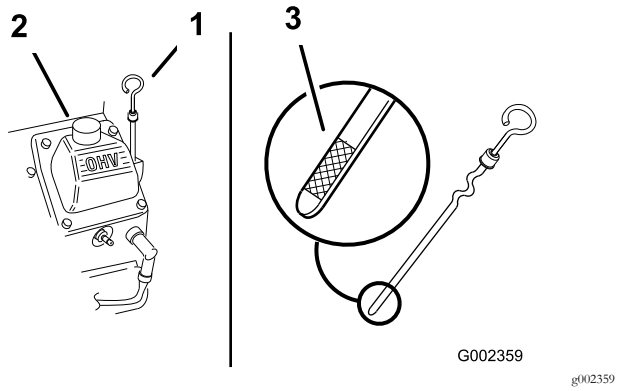

**Figur 16**
2. Rengjør rundt peilestaven (Figur 16), slik at smuss ikke kan komme ned i påfyllingshullet og kan skade motoren.
3. Ta ut peilestaven, tørk den ren og sett den tilbake på plass slik at den når helt ned (Figur 16).
Oljenivået må nå opp til Full-merket på metallenden på peilestaven (Figur 16).
5. Hvis oljenivået er under Full-merket, tar du av lokket på påfyllingsrøret (Figur 16) og fyller olje til nivået når opp til Full-merket på peilestaven. **Ikke fyll på for mye.**